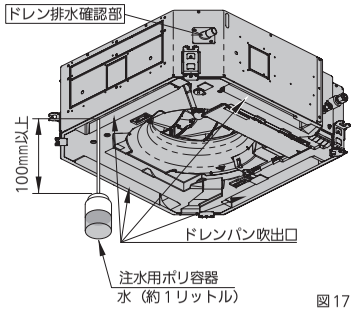

図17
- 図17に従ってドレンパン吹出口よりドレンパン内に排水確認用の水（約1リットル）を少しずつ入れてください。